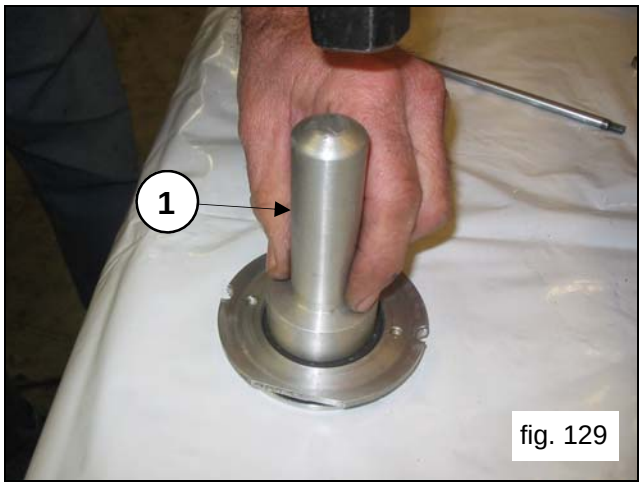

fig. 129
Insert the oil seal in its cover (pos.①, fig.129) using a stopper cod.27515800.